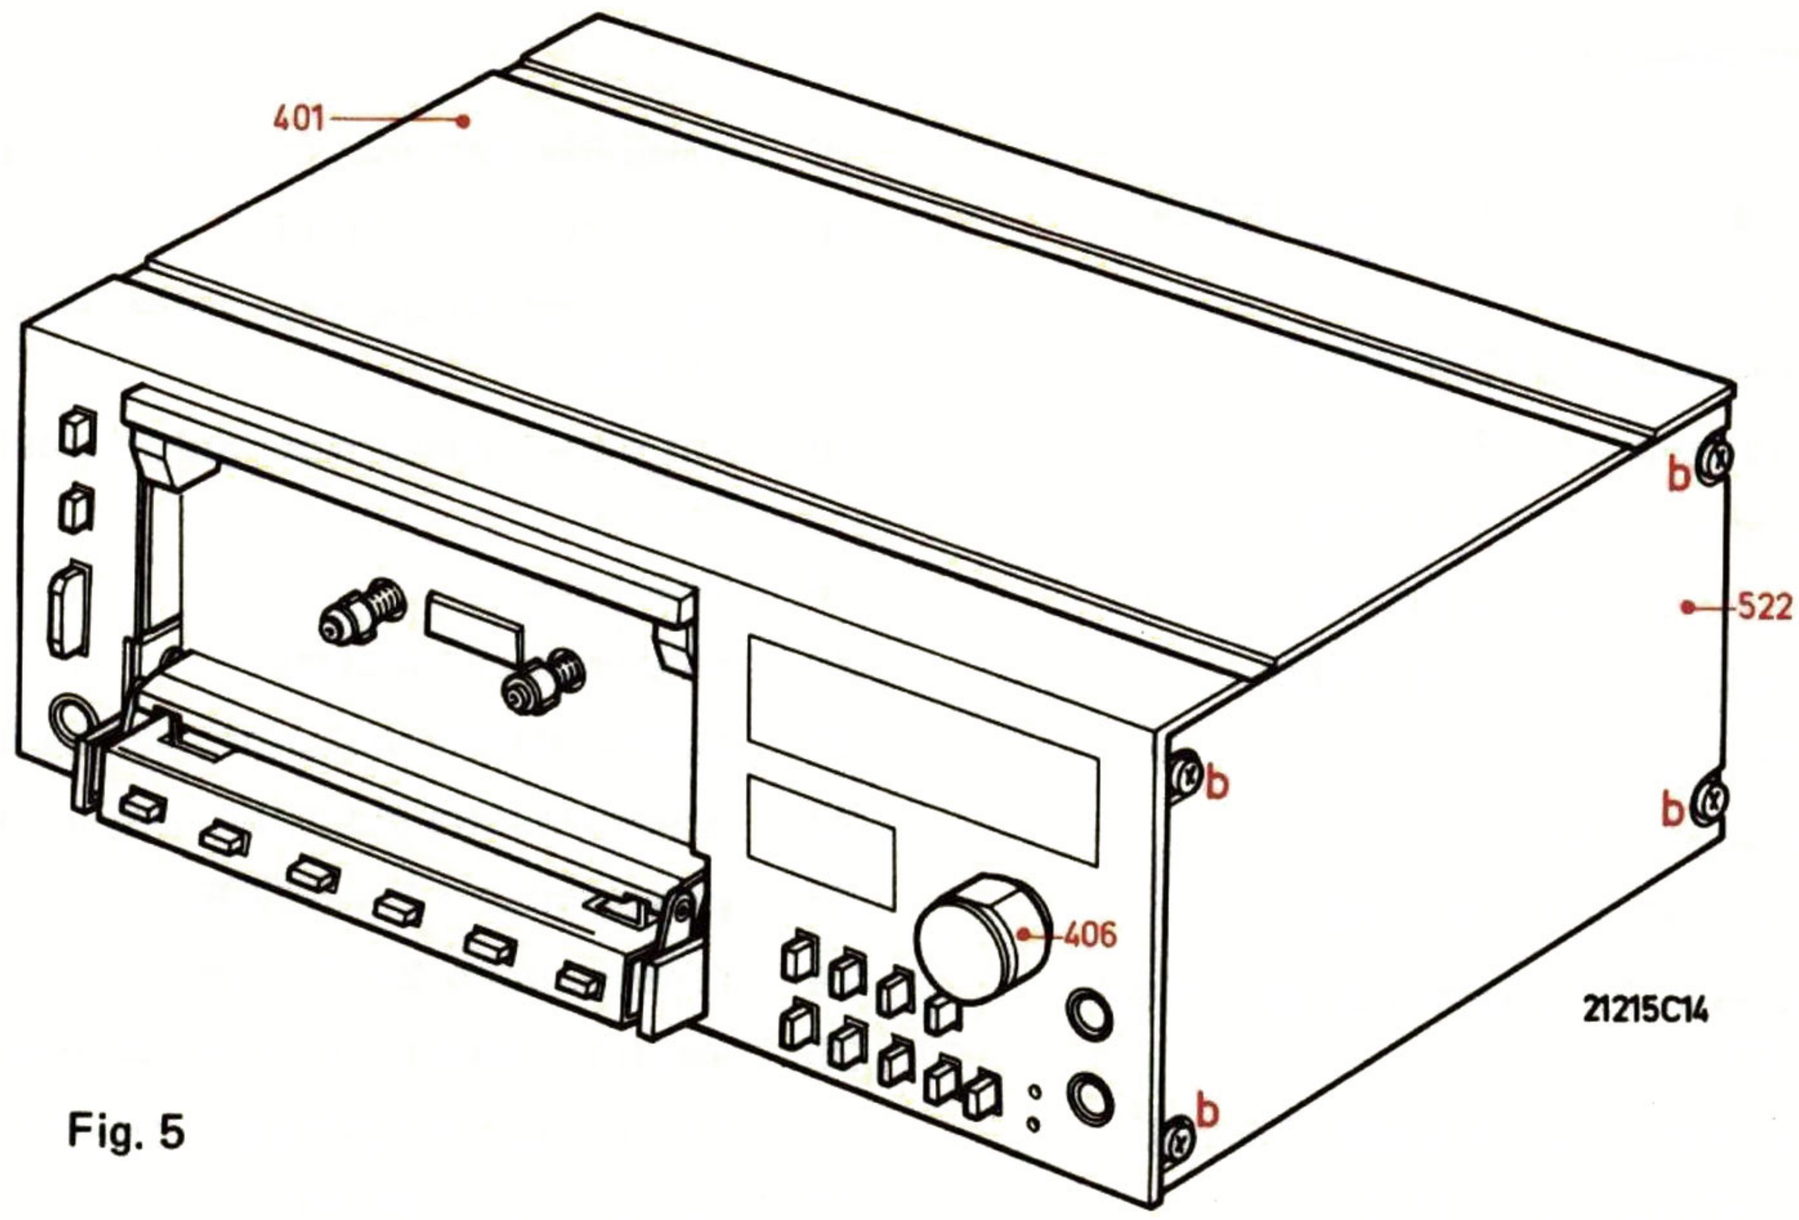
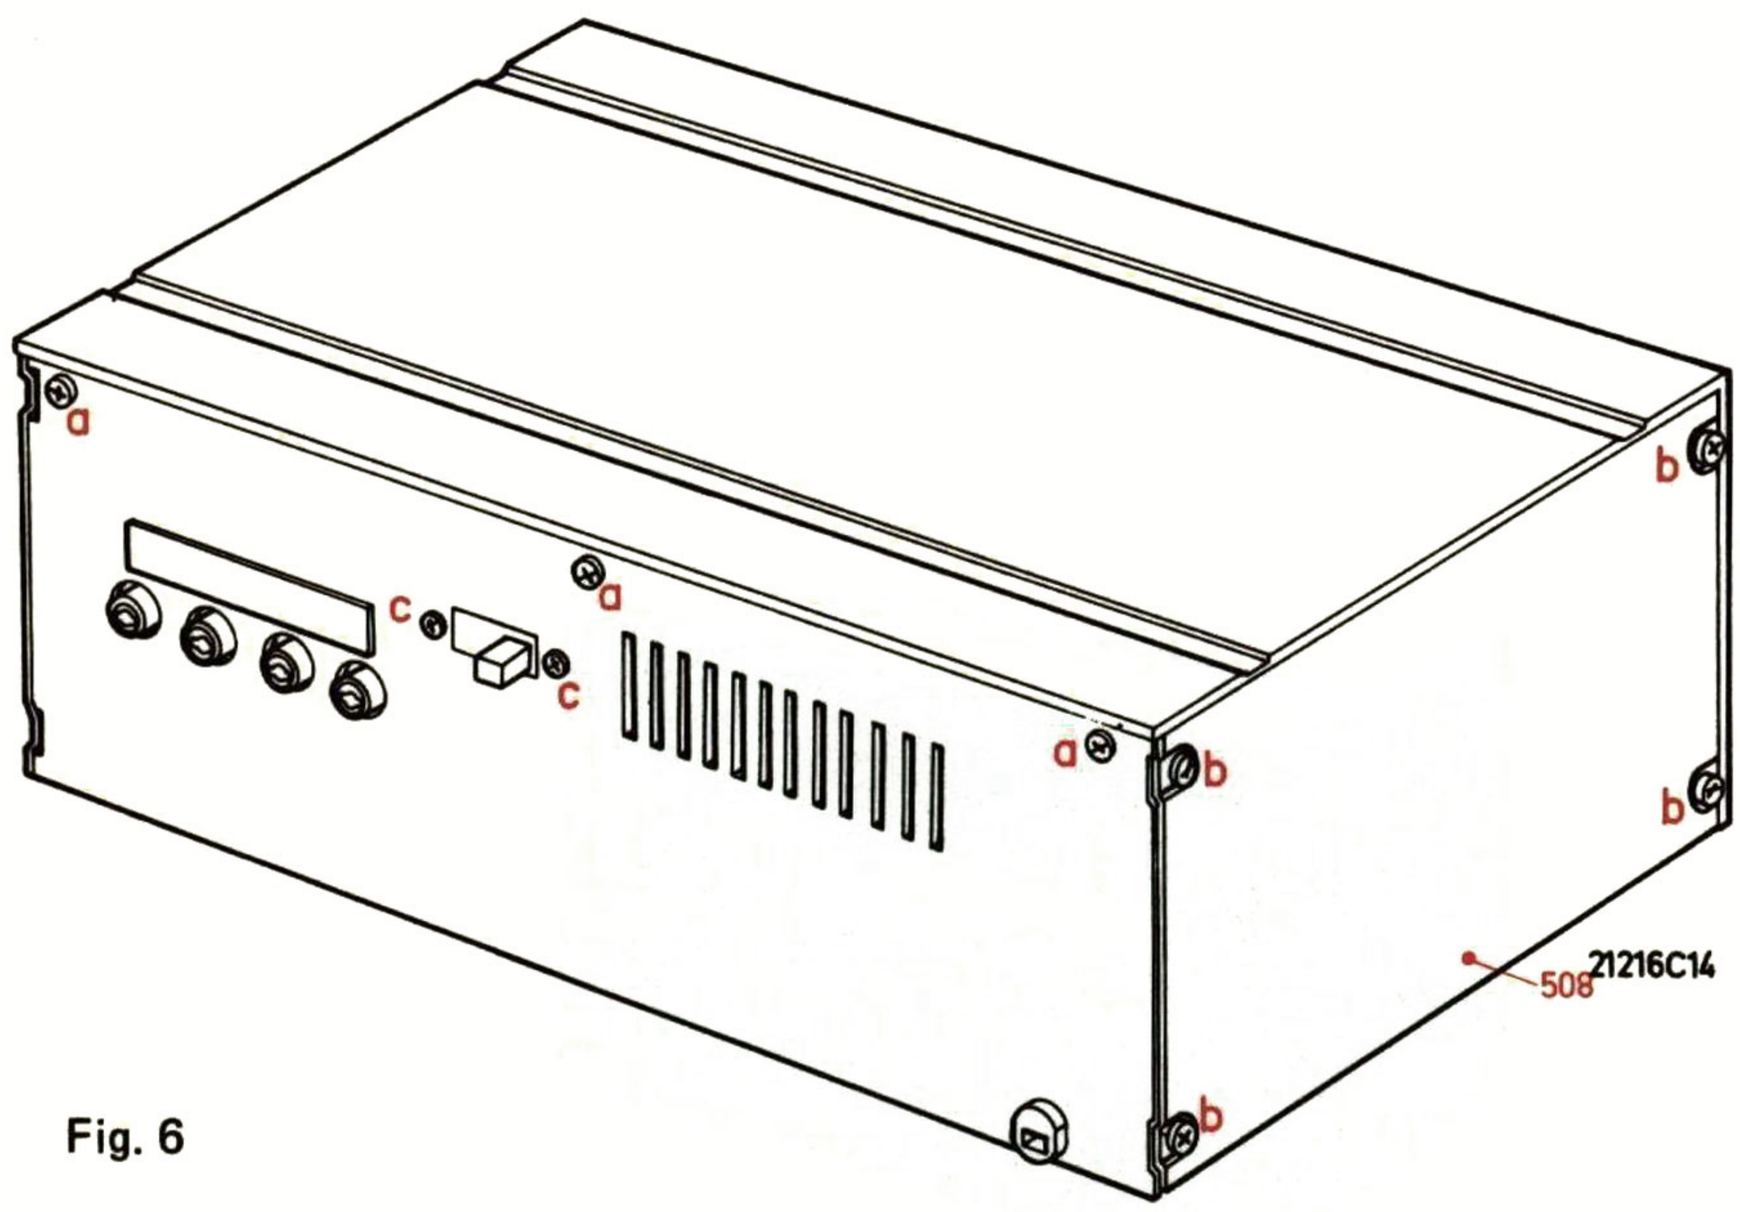

Fig. 5
Fig. 6
1. Verwijderen frontpaneel (pos. 401)
- Verwijder 2 knoppen pos. 406 (Fig. 5).
- Verwijder 7 schroeven "a" (zie Fig. 6 en 7).
2. Verwijderen zijpanelen (pos. 508, 522)
- Verwijder 12 schroeven "b" (zie Fig. 5, 6 en 7).
3. Verwijderen achterplaat (pos. 519)
- Verwijder R.I.F. schakelaar met schroeven "c" (Fig. 6).